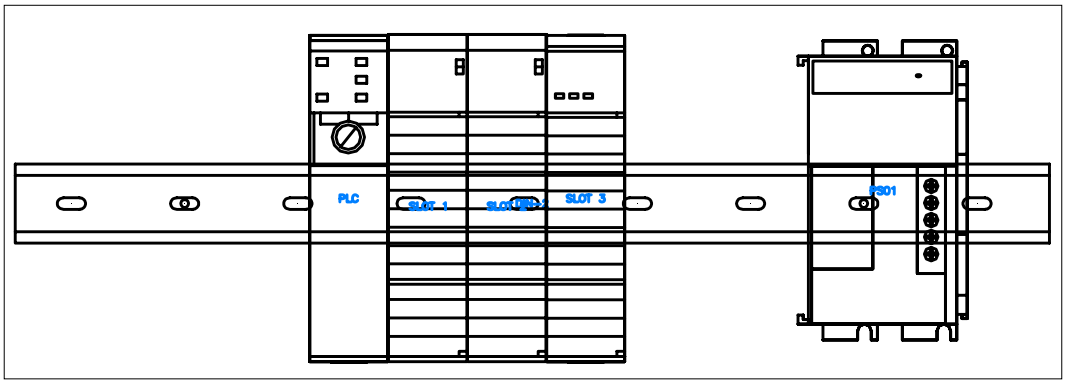

Figure P2-12 *The PS01 power supply inserted in the drawing*
46. Choose the **OK** button; the PS01 power supply is inserted in the drawing, as shown in Figure P2-12.